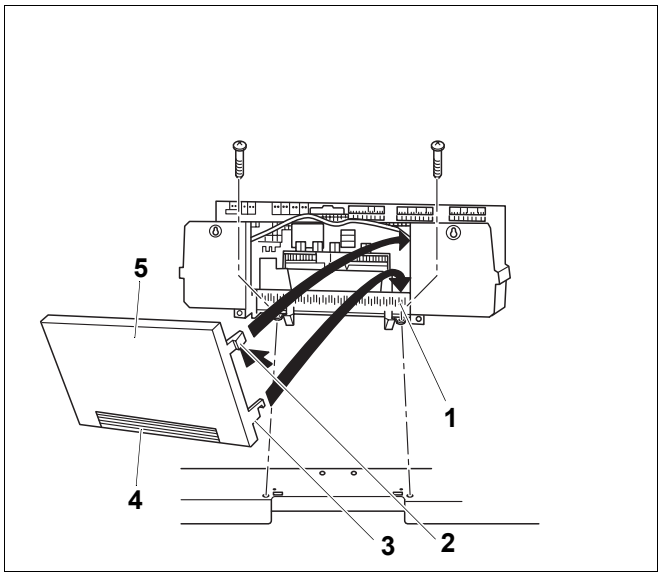

Rys. 85 Zamocowanie tylnej ścianki sterownika
W razie potrzeby można wyłamać lub wyciąć element (rys. 85, **poz. 4**) na ściance tylnej (rys. 85, **poz. 5**) przewidziany w tym celu.
– Wsunąć oba dolne haki (rys. 85, **poz. 3**) z prawej i lewej strony ścianki tylnej (rys. 85, **poz. 5**) w wycięcia w górnej krawędzi ramy do mocowania obejm (rys. 85, **poz. 1**).
– Ścisnąć oba górne elastyczne haki zaczepowe (rys. 85, **poz. 2**) lekko do środka (strzałka) i włożyć ściankę tylną (rys. 85, **poz. 5**), tak aby oba haki wskoczyły w otwory.